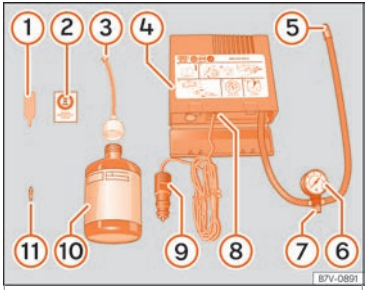

Fig. 80 Standard display: contents of the anti-puncture kit.
The anti-puncture kit is located underneath the floor covering in the luggage compartment. It includes the following components ››› Fig. 80:
Screw in the inflator tube ››› Fig. 80 (5) again and check the pressure on the gauge (6).